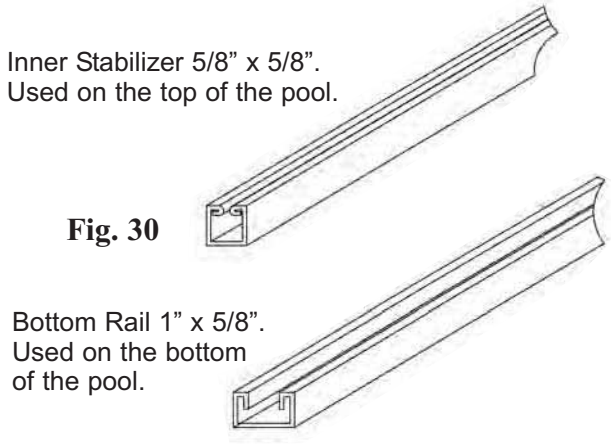
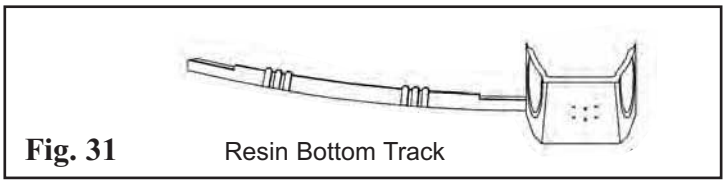
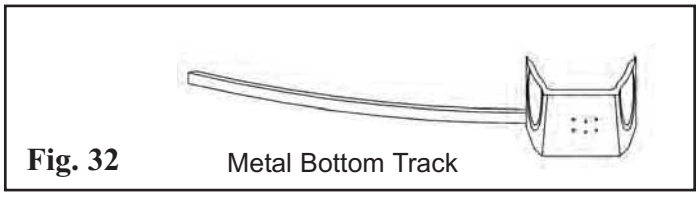

Fig. 30
Fig. 31
Fig. 32
***IMPORTANT: Make sure you are using the bottom rails and not the inner stabilizer bars. The bottom rails on some pool models are made of resin and not metal (see Fig. 31 and Fig.32). The stabilizer bars are always metal and they have a male and female end. The bottom rails are the larger width rails that have the straight cuts on both ends. The bottom rails do not interlock (see Fig. 30).**